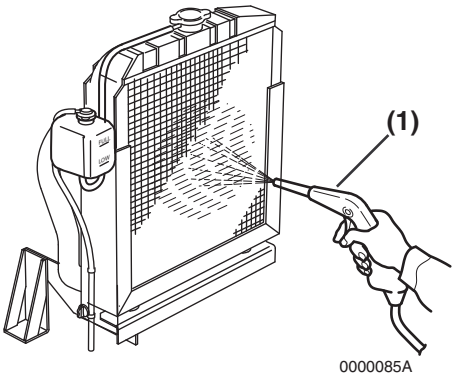

Figure 5-10
Note that a typical radiator is shown in **Figure 5-10** for illustrative purposes only.
- Blow off dirt and dust from fins and radiator with 28 psi (0.19 MPa; 2 kgf/cm^2) or less of compressed air **(Figure 5-10, (1))**. Be careful not to damage the fins with the compressed air.